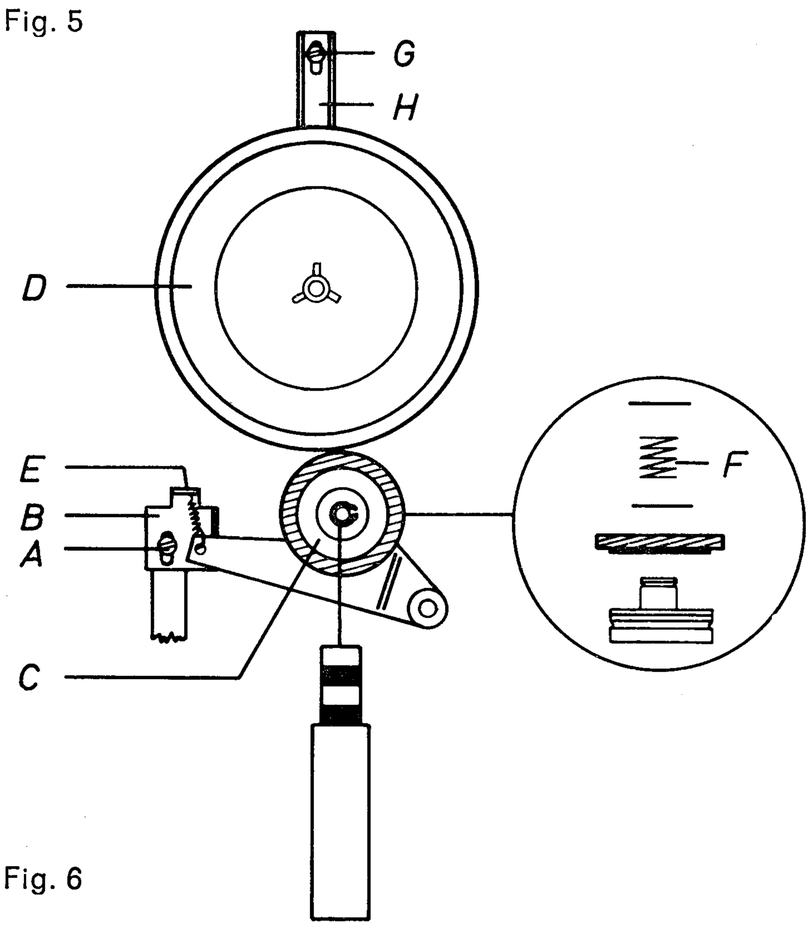

Fig. 6
2.2 Vertical Adjustment of the Clutches (see Fig. 6)
If the desired value cannot be attained, first check the pressure between the driving wheel and the clutch disk according to Fig. 6.